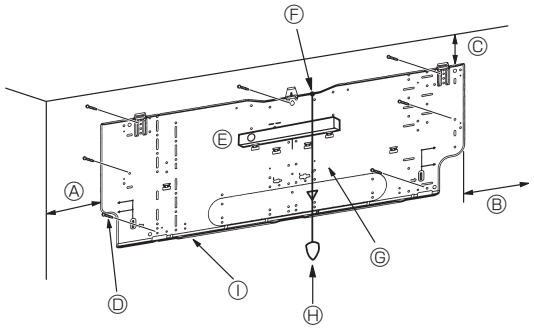

Fig. 3-4
3.2.3. Installering av veggfestearmatur (Fig. 3-4)